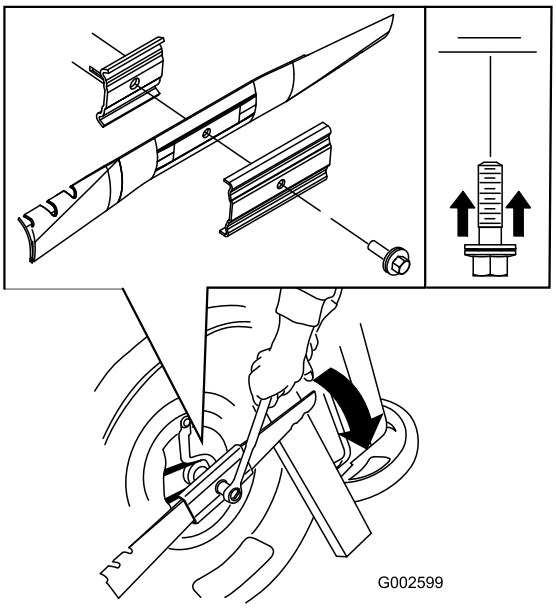

Figuur 23
5. Plaats het nieuwe mes (draai de mesbout rechtsom) en alle bevestigingsmaterialen (Figuur 23).